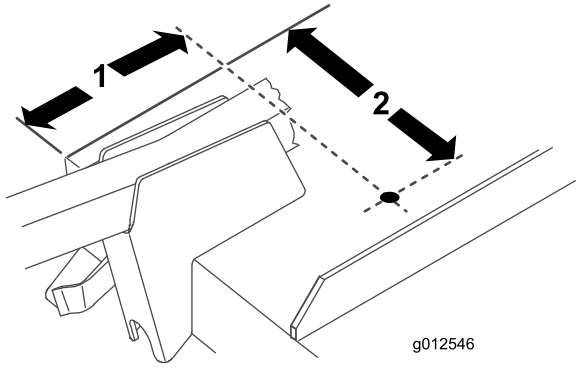

Figure 18
1. Using the dimensions shown in Figure 18, locate, mark, and drill a 13/32 inch diameter hole in the deck. The dimensions shown are from the right front corner of the deck and from the edge of the discharge opening. The blower brackets are removed for clarity.